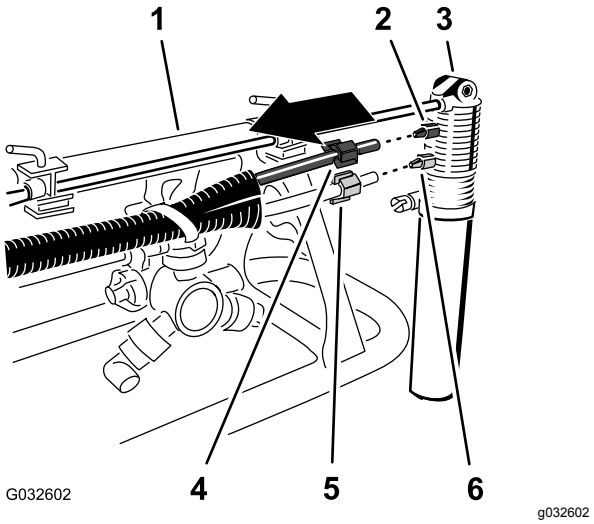

Figuur 11
2. Zet bij de spuitdop van de schuimmarkeerder de klemmoer los waarmee de blauwe buis (water) bevestigd is aan de blauwe klemkoppeling van de spuitdop van de schuimmarkeerder (Figuur 11).
3. Zet de klemmoer los waarmee de doorzichtige buis (lucht) bevestigd is aan de witte klemkoppeling van de spuitdop van de schuimmarkeerder (Figuur 11).
5. Verwijder de klemmoeren aan het uiteinde van de buizen (Figuur 11).